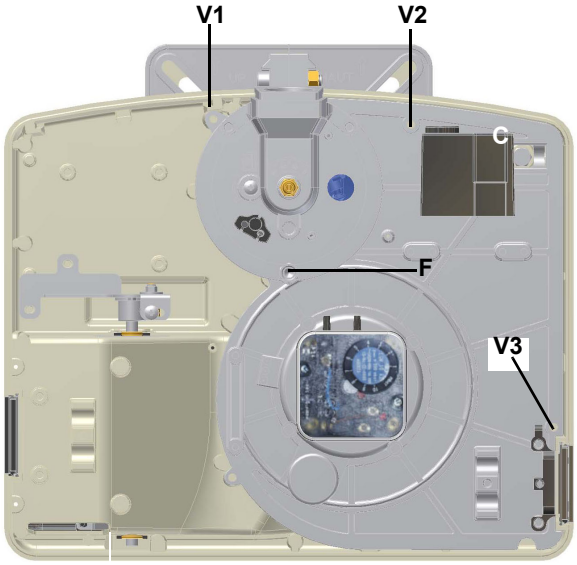

Fig. 28
- montaggio esame e pulizia testa di combustione (vedi Fig. 28 e successive).
1 togliere la piastra componenti **C** del bruciatore, rimuovendo le 4 viti **V1**, **V2**, **V3** e il perno di fissaggio **F** (Fig. 28);